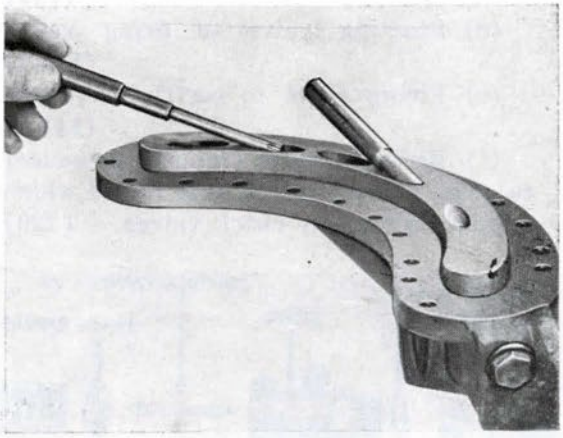

Figure 184
*5. Run nozzle clearance tools through nozzles (Fig. 184). **(WE37C, WE37D)**